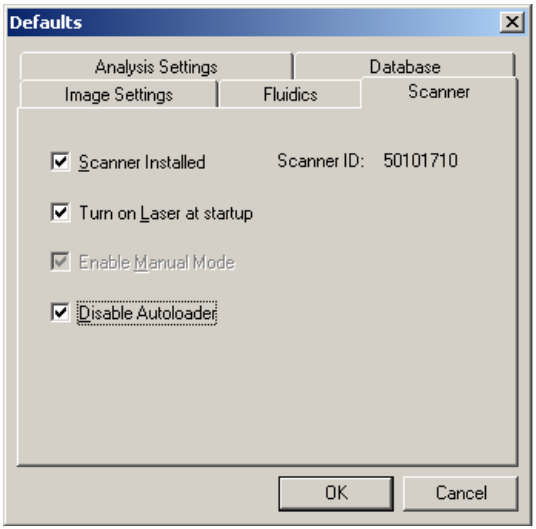

Figure L.29
3. Click **OK**. **(Figure L.29).**